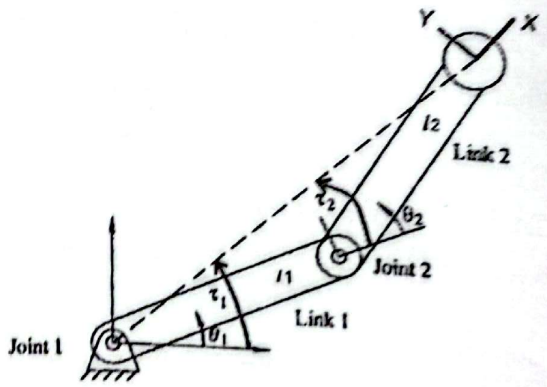

Figure No 02
b) Sketch and describe two (02) commonly used **robot cell** layouts in the industry, providing examples for each. (04 Marks)
d) The 2 DoF Robot manipulator system is shown in Figure No 02.